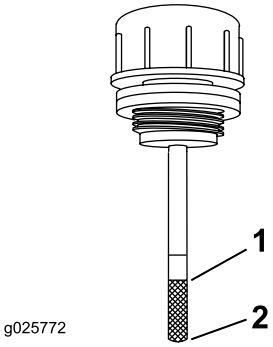

Figur 70
5. Rengør området omkring målepinden i hydrauliksystembeholderen (Figur 70).
6. Fjern målepinden fra hydraulikbeholderen (Figur 70).
8. Tag målepinden ud, og se på enden (Figur 70). Hvis væskestanden er ved mærket add (påfyld), skal der langsomt påfyldes den mængde olie i hydraulikbeholderen, der skal til, for at væskestanden lige nøjagtigt hæves til linjen for fuld.